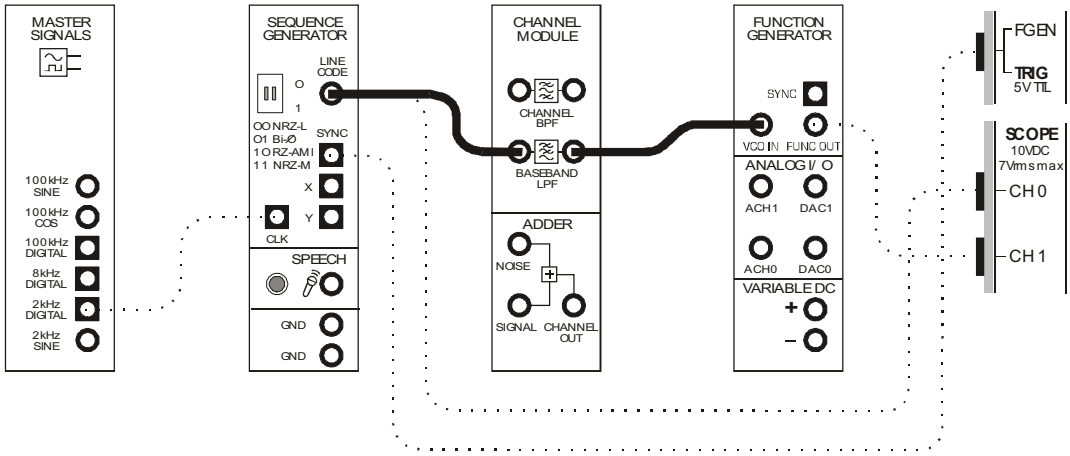

Figure 5
32. Modify the set-up as shown in Figure 5 below.